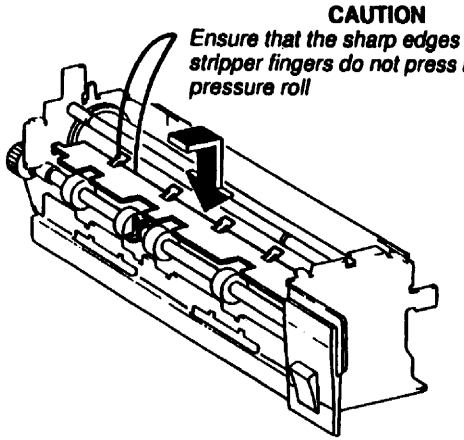

Рис. 4 Установка узла пальцев отделения прижимного ролика
2. (Рис. 4) Установите узел пальцев отделения прижимного ролика.